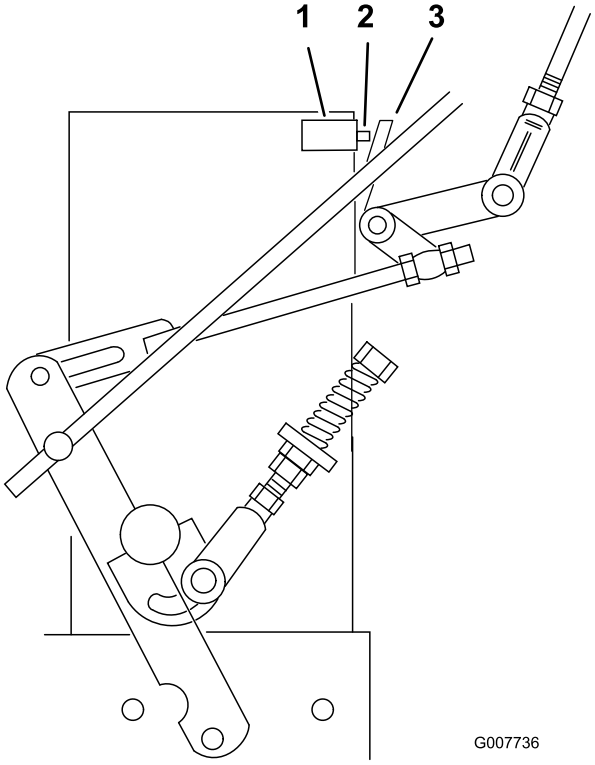

Figura 30
7. Verifique para assegurar que o interruptor de segurança está premido e existe um espaço de 8 mm entre a patilha de acionamento e o interruptor (Figura 30).
8. Se for necessário, ajuste a localização do interruptor para criar o espaço de 8 mm (Figura 30).